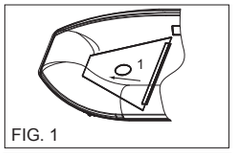

FIG. 1
3. Steek Plank 1 in de boog en duw hem naar voor tot de Luchtklep van de Opblaasbare Kiel uitgelijnd is met het gat in de plank. (FIG. 1)